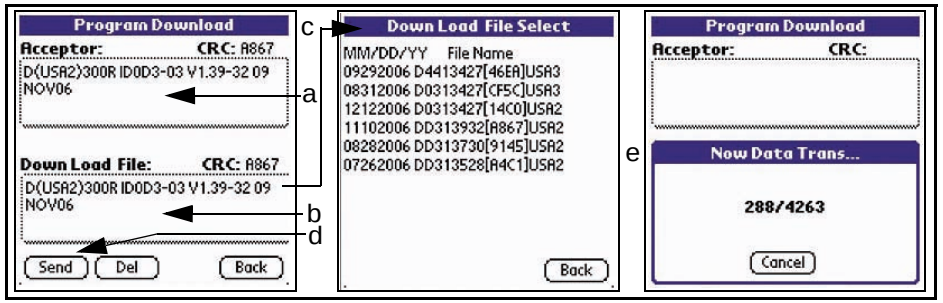

Figure 4 PSP04 Secondary Application Main Menu Screens
16. Tapping anywhere inside the **'Acceptor:'** Box will cause the DBV to display the Firmware Version currently loaded in the DBV memory as shown in Figure 4 a.
17. The **'Down Load File:'** Box shown in Figure 4 b lists the Firmware Version currently scheduled for download to the DBV.
To load a different Firmware file, tap anywhere inside the **'Down Load File:'** Box and a list of the available Firmware files will appear, as shown in Figure 4 c. Tap on the desired Firmware file, and it will automatically
18. Click on the **'Send'** Screen Button to transfer the desired Firmware file to the DBV (See Figure 4 d). During the transfer, the **'Now Data Trans …'** Status Box shown in Figure 4 e will indicate the Firmware download progress.